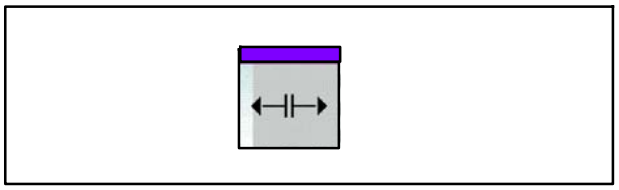

Fig. 194 Touche Ouvrir les genouillères
11. Appuyer sur la touche Ouvrir les genouillères (Fig. 194) pour ouvrir les genouillères et déverrouiller les arbres à friction